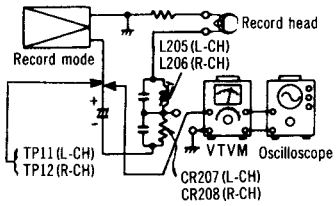

Fig. 13
1. Test equipment connection is shown in fig. 13.